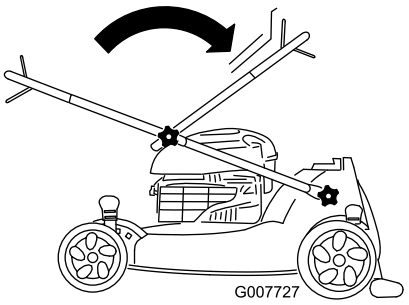
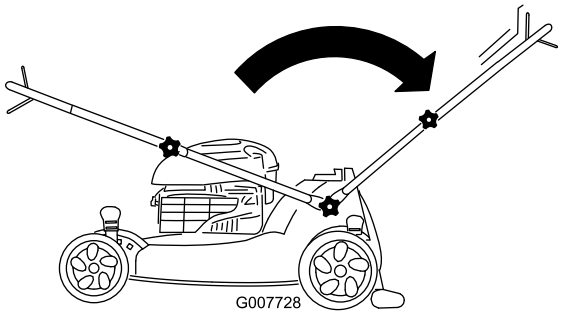

Bild 3
Bild 4
1. Klappen Sie den Bügel, wie in Bild 3 und Bild 4 dargestellt.